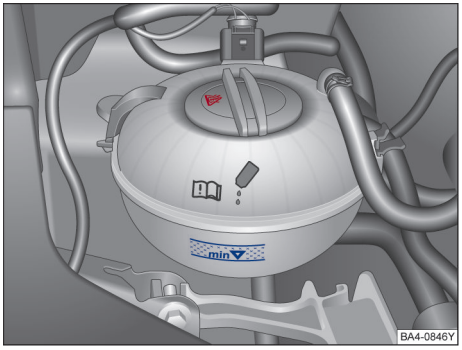

图 200 冷却液补偿容器上的液位标记
– 发动机处于冷态时检查冷却液液位是否处在膨胀罐侧面的标记范围内。→图 200